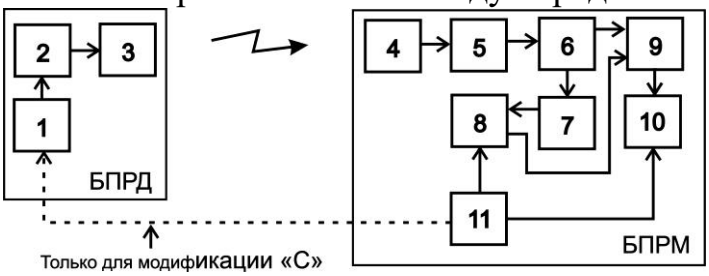

Рис. 6.5
6.2.1 Управляемый генератор 1 (см. рис. 6.5) вырабатывает импульсную последовательность определенной скважности. Под действием импульсов с генератора 1, модулятор 2 формирует последовательность СВЧ-радиоимпульсов, которые поступают на передающую антенну 3. Передающая антенна 3 излучает СВЧ-радиоимпульсы в направлении приемной антенны 4. Образовавшееся между передающей3 и приемной 4 антеннами электромагнитное поле является источником полезных сигналов для обнаружения объектов, пересекающих данное электромагнитное поле. С выхода приемной антенны СВЧ-радиоимпульсы поступают на вход,